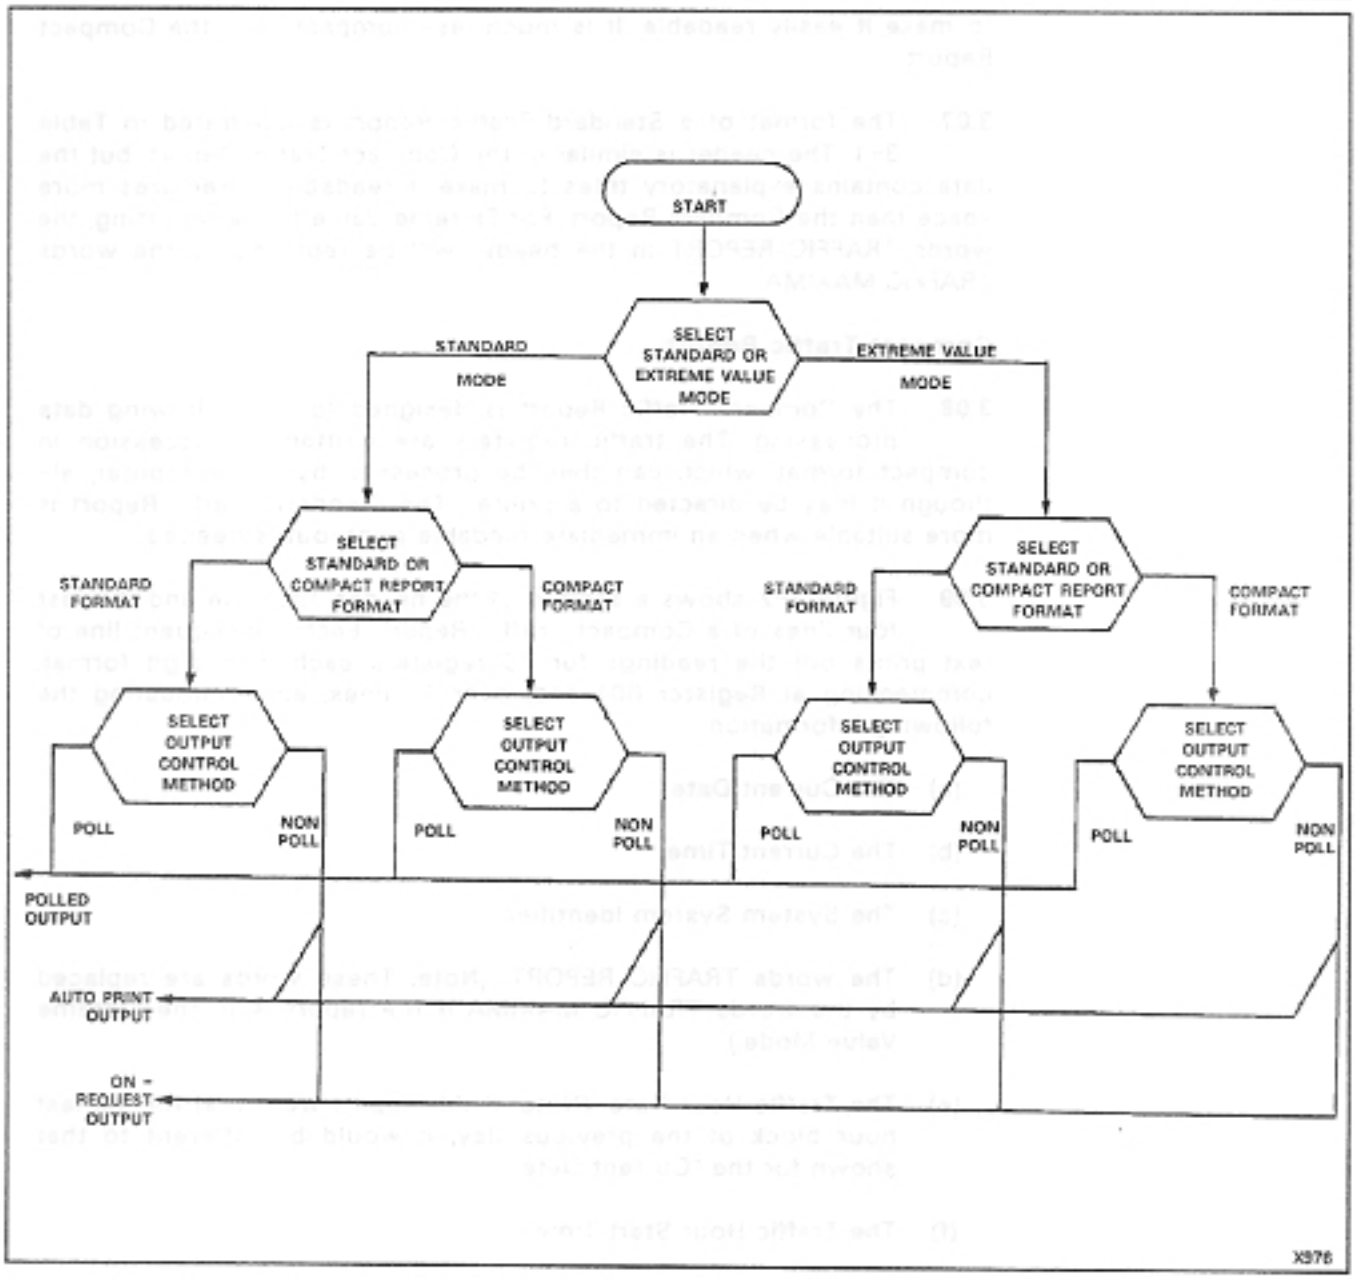
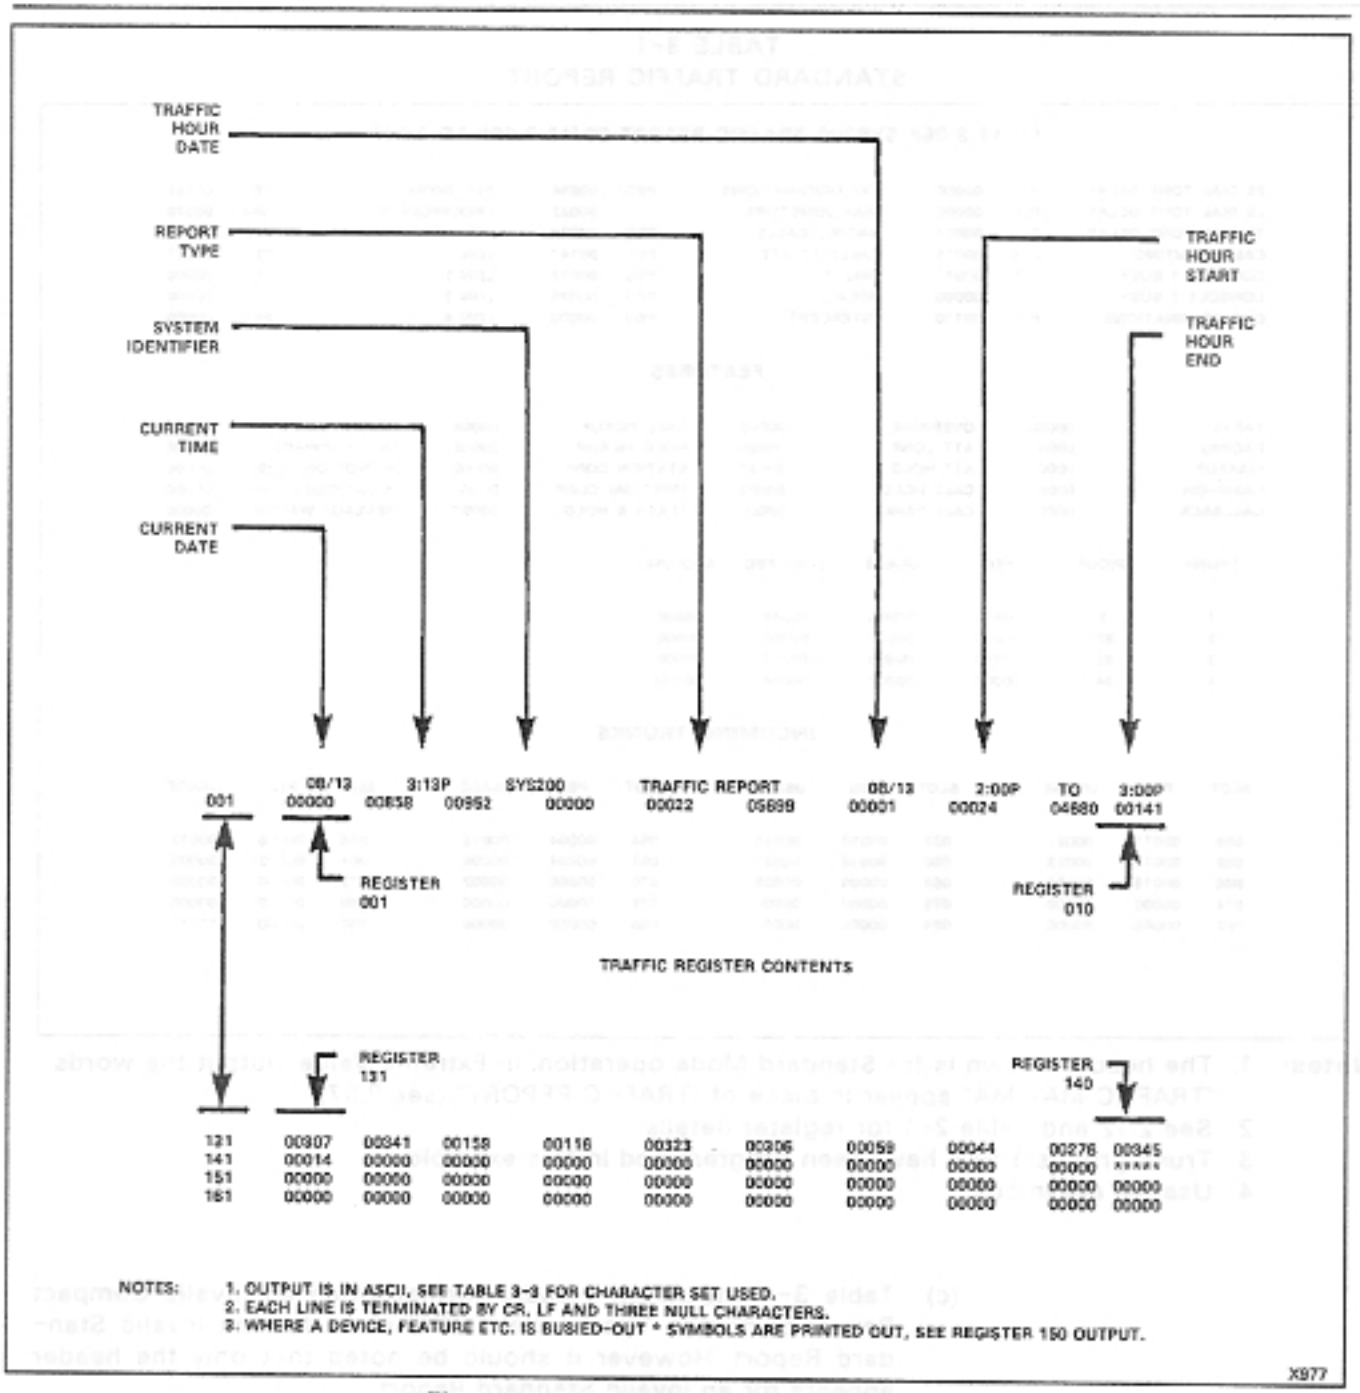

Figure 3-1 Types of Data Output
Figure 3-2 Compact Traffic Report
Note: If a trunk is "Busied-Out" when it is scanned, the Incoming Usage is reported as "~~xxxxx~~" in the Standard Report and as "99999" in the Compact Report (see Figure 3-1 and Figure 3-2)
3.01 Traffic data is collected as described in Part 2, and its output is dependent on the particular system options selected and programmed on site. Figure 3-1 illustrates the results of selecting these options, which are described in the following paragraphs.
3.09 Figure 3-2 shows a sample of the header, first line and the last four lines of a Compact Traffic Report. Each subsequent line of text prints out the readings for 10 registers each in 5-digit format, commencing at Register 001 and, over 17 lines, accommodating the following information:
4.04 As an alternative to the Polling mode, the hourly print-out may be output automatically (Autoprint). The Polling mode and Autoprint mode cannot be simultaneously enabled (see Figure 3-1 and Table 6-2).
2. See Table 3-1 for example of Standard Report, and Figure 3-2 for Compact Report example.
Note: See Table 3-2 for Header Detail and Figure 3-2 for example of report.